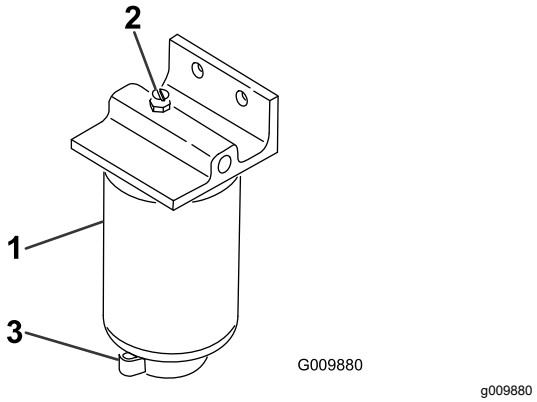

Figur 49
2. Løsne tappeventilen på bunnen av filterboksen (Figur 49).
1. Rengjør området der filterboksen skal festes (Figur 49).